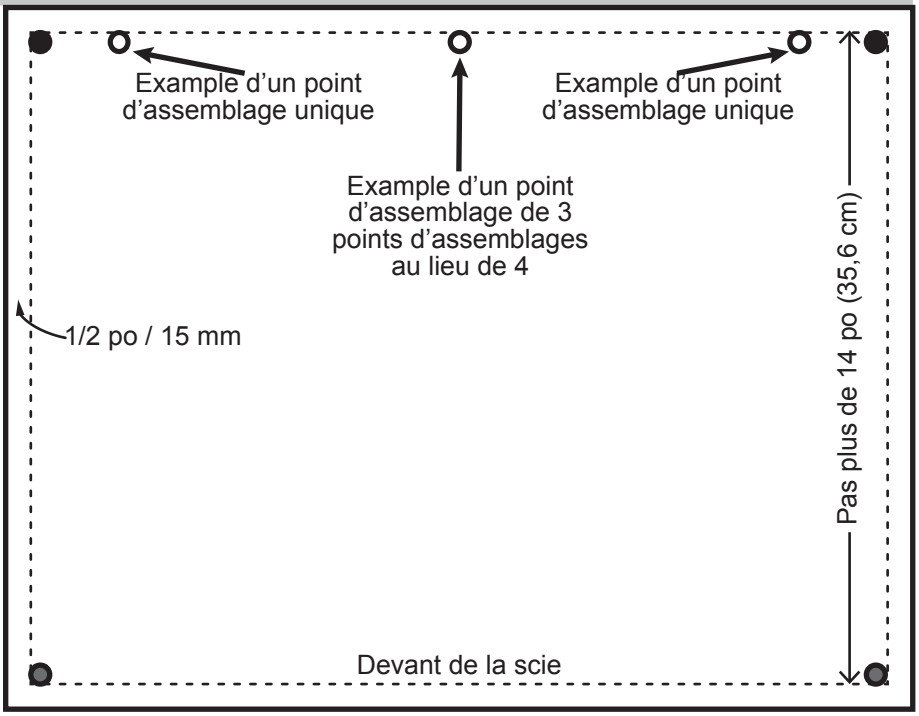

fig 9
1. Marquer et couper un morceau de contreplaqué correspondant à la configuration de l’ouverture d’assemblage de votre scie à onglets, tel qu’illustré ci-dessous (fig.9).
3. À partir de vos 2 points d’assemblage, (gris en fig 9) mesurer un angle de 90 degrés, en reculant vers un point équivalent à votre point d’assemblage arrière.
4. Marquer les 2 ouvertures de coin arrière (noir en fig 9) ainsi que les autres ouvertures de votre scie (blanc en fig 9) en n’oubliant pas de laisser 1/2 po (15 mm) sur chaque rebord.